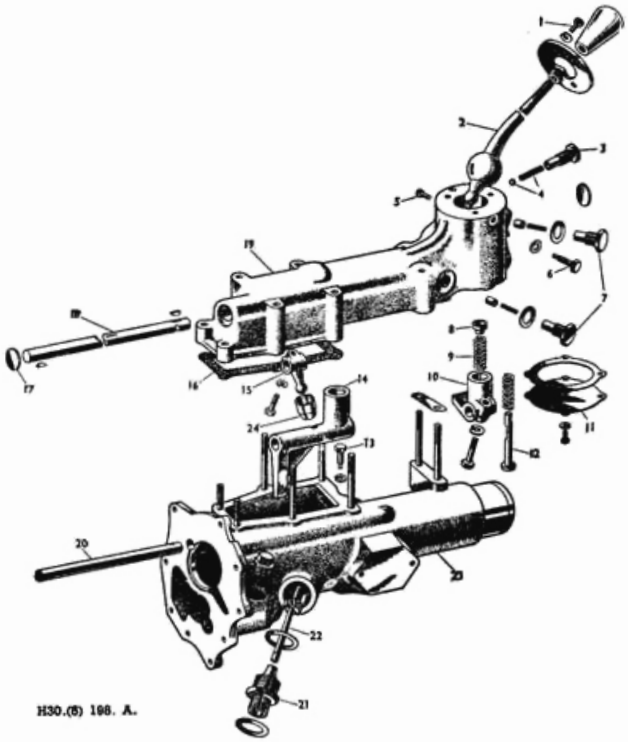

Fig. F.15. Exploded view of the A35 remote control assembly.
(7) From inside the car lift off the rubber grommet through which the change speed lever passes. Unscrew the uppermost anti-rattle spring cap (7, Fig. F.15) and remove the spring and plunger. Take out the three setscrews and spring washers from the change speed lever seat and remove the lever along with its seat. Collect the thrust button and its spring.
(8) If the car is not over a pit, jack up the front of the car with the rear wheels on blocks to avoid damage to the exhaust pipe.
(9) Uncouple the propeller shaft from the rear axle by removing the bolts, nuts and lock washers.
(10) Release the clutch pedal pull-off spring and take the nut, locknut and washers off the front end of the clutch operating rod.
(11) Free the exhaust pipe and tie it aside after removing the nut and bolt securing the exhaust pipe steady bracket to the gearbox flange.
(12) Disconnect the speedometer drive cable at the gearbox.
(13) Release the two setscrews in the inner and the two nuts and bolts in the outer clutch pedal shaft support flanges, then slide the shaft away from the gearbox to free it. In the case of right-hand drive cars, the pin in the outer spherical bush must be removed before the shaft can be freed.
(14) Take the weight of the rear of the engine by means of a sling through the engine rear sling bracket.
(15) Take out the two setpins which pass through the transmission tunnel inside the car (one each side) into the gearbox cross-member. Access is by lifting the carpets.
(16) From below the car take off the two nuts securing the cross-member.
(17) Lower the sling so that the engine pivots on its front mountings and clearance is obtained for the bellhousing flange to clear the body pressing when the gearbox is withdrawn.
(1) Remove the control shaft locating screw and screw it into the tapped front end of the control shaft. Slight pressure on the screw will facilitate the removal of the control shaft which is a push fit in the rear cover. The control lever will slip off the end of the shaft as the shaft is removed.
(2) Unscrew the four setscrews securing the bottom cover to the change-speed-lever tower. Retain the paper joint washer if undamaged.
(3) Unscrew and remove the change speed lever locating peg and the lower anti-rattle spring. The latter is removed by unscrewing the lower anti-rattle spring cap (7, Fig. F.15) and then tilting the remote control housing so that the spring and plunger drop out.
(4) Release the setscrews in the front and rear selector levers, remove the welch plug at each end of the remote control housing and, using a suitable drift, tap out the remote control shaft. The front and rear selector levers can then be removed.
(5) The circlip on the front selector lever bush should be removed and the two halves of the bush will then fall apart.
(6) To remove the reverse selector plunger, first unscrew the reverse plunger cap and remove the detent spring and ball, then remove the locating pin.
(7) Reassembly is a reversal of the dismantling procedure.